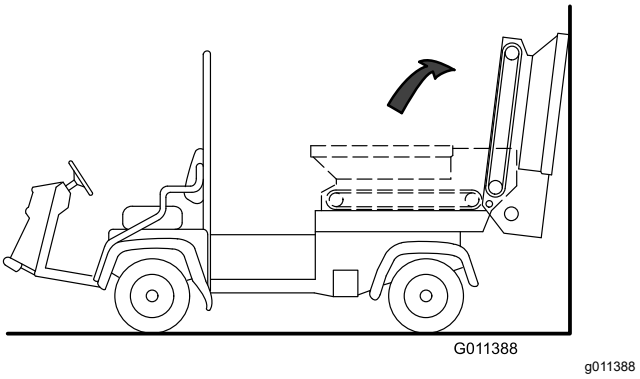

Figur 32
3. Vipp beholderen bakover og len den mot en vegg, stolpe, stige osv. (Figur 32).
Sørg for at beholderen er vippet forbi midten og/eller mot en vegg eller stolpe for å forhindre at den faller ned på arbeidsområdet (Figur 32).
3. Roter forsiktig beholderen ned på gliderammeskinnene. Se Figur 32 av Demontere skyveplanet (side 23).